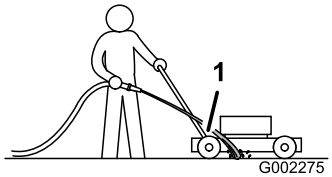

**Figura 36**
3. Tenete il flessibile da giardino all'altezza della maniglia e indirizzate il getto per terra, davanti alla ruota posteriore **destra** (Figura 36).